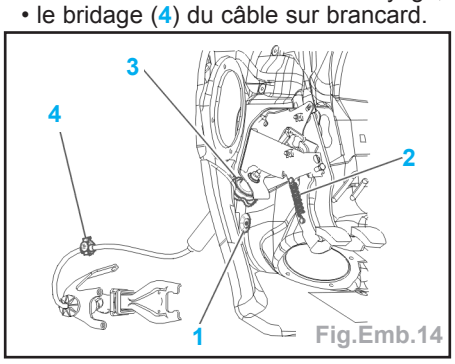

Fig.Emb.14
- Vérifier (Fig.Emb.14) :
- l'absence de surtapis sur la butée basse (1) de la pédale d'embrayage,
- la mise en place du ressort d'assistance (2),
- l'emboîtement (3) du câble sur le tablier.
- le bridage (4) du câble sur brancard.